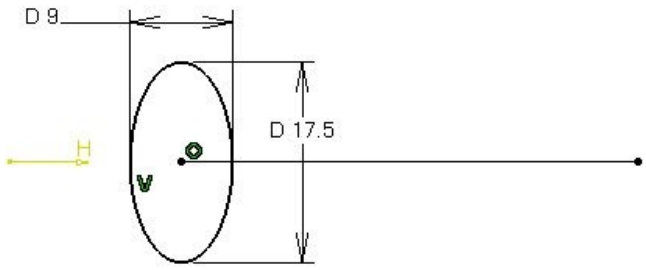

Figure 10-74 *The sketch of the sweep profile for creating the second sweep feature*
6. Draw the sketch of the sweep profile coinciding with the guide curve, as shown in Figure 10-74.